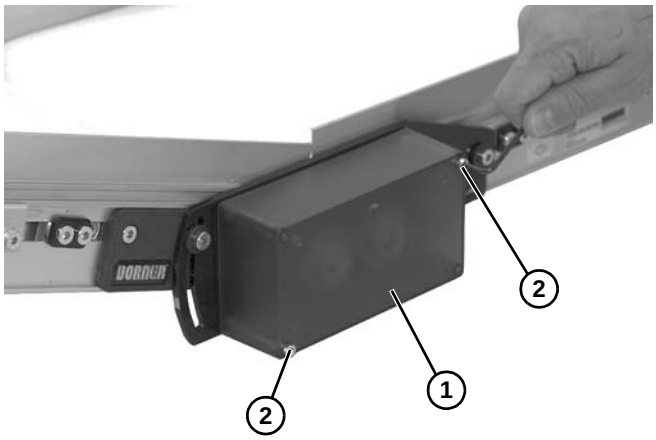

Abbildung 24
16. Abdeckung **(Abbildung 24, Teil 1)** und zwei Schrauben **(Abbildung 24, Teil 2)** einbauen. Schrauben stark genug festziehen, um Abdeckung zu sichern.